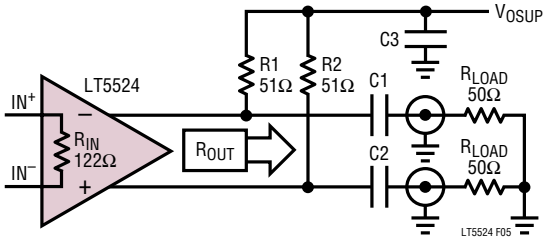
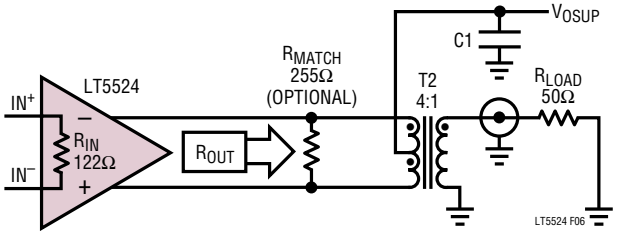

図5. 差動負荷にインピーダンスを整合させ、コンデンサを介して結合した出力
図6. シングルエンドの負荷にインピーダンスを整合させ、トランスを介して結合した出力
- 出力インピーダンス変換ネットワークの挿入損失(たとえば、図6のトランス挿入損失)
- 整合抵抗(図6のR_{MATCH})を使って出力負荷インピーダンスをバック・マッチングさせた場合の(たとえば、伝送ラインをドライブする場合の)約–3dBの損失
出力整合ネットワークの2つの例を図5と図6に示します(LT5524のデモ用ボードで実装されています)。
注記:図5では、(チョーク)インダクタを抵抗R1とR2に並列に接続するか、または抵抗R1とR2の代わりに使って、これらの抵抗の両端のDC電圧降下をなくすことができます。